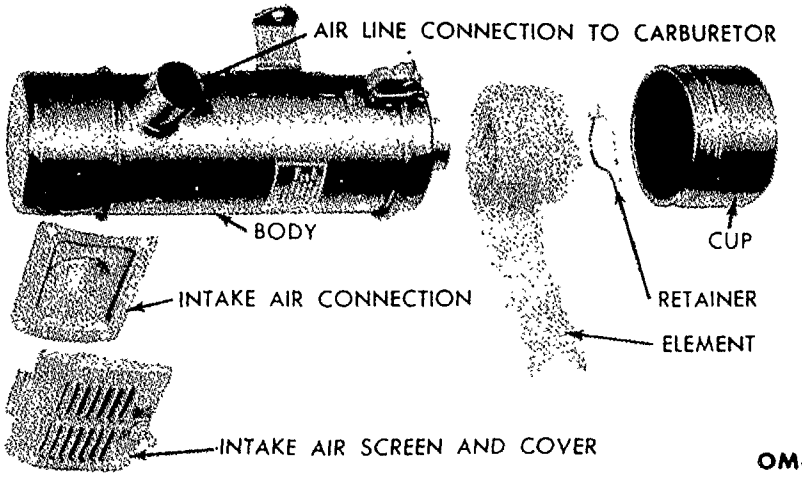

Fig. 48—Air Cleaner, Disassembled
a. Remove Air Cleaner. Remove the air line from the air cleaner to the carburetor. Remove the four screws which secure the intake air connection to the hood. Remove the cap screws which secure the cleaner to the battery rack, and lift off the cleaner. The disassembled air cleaner is shown in fig. 48.